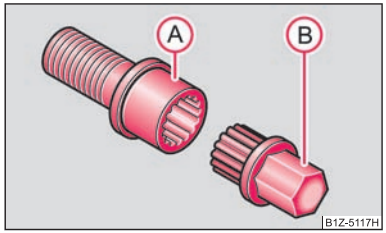

Fig. 139 Boulon antivol avec adaptateur
- Insérez à fond l'adaptateur (B) avec son côté denté de sorte que la denture intérieure du boulon antivol (A) puisse encore dépasser à l'extérieur du six-pan ⇒ fig. 139.
- Insérez la clé de roue* à fond sur l'adaptateur (B).